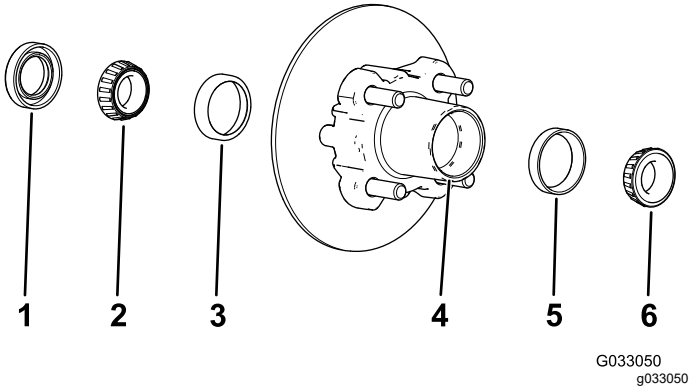

Rysunek 35
1. Zdejmij z piasty zewnętrzne łożysko wraz z bieżnią łożyska (Rysunek 35).
2. Zdejmij z piasty uszczelnienie oraz łożysko wewnętrzne (Rysunek 35).
5. Oczyść wgłębienie w piaście ze smaru, ziemi i zanieczyszczeń (Rysunek 35).
7. Napełnij wgłębienie zalecanym smarem w około 50 do 80% (Rysunek 35).
8. Zamontuj wewnętrzne łożysko w bieżni po wewnętrznej stronie piasty, a następnie zamontuj uszczelnienie (Rysunek 35).